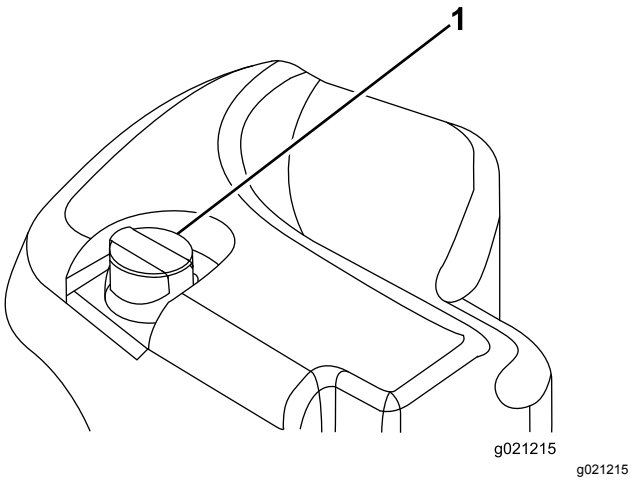

Figur 66
2. Rengjør rundt påfyllingshalsen og lokket på tanken for hydraulisk olje (Figur 66).